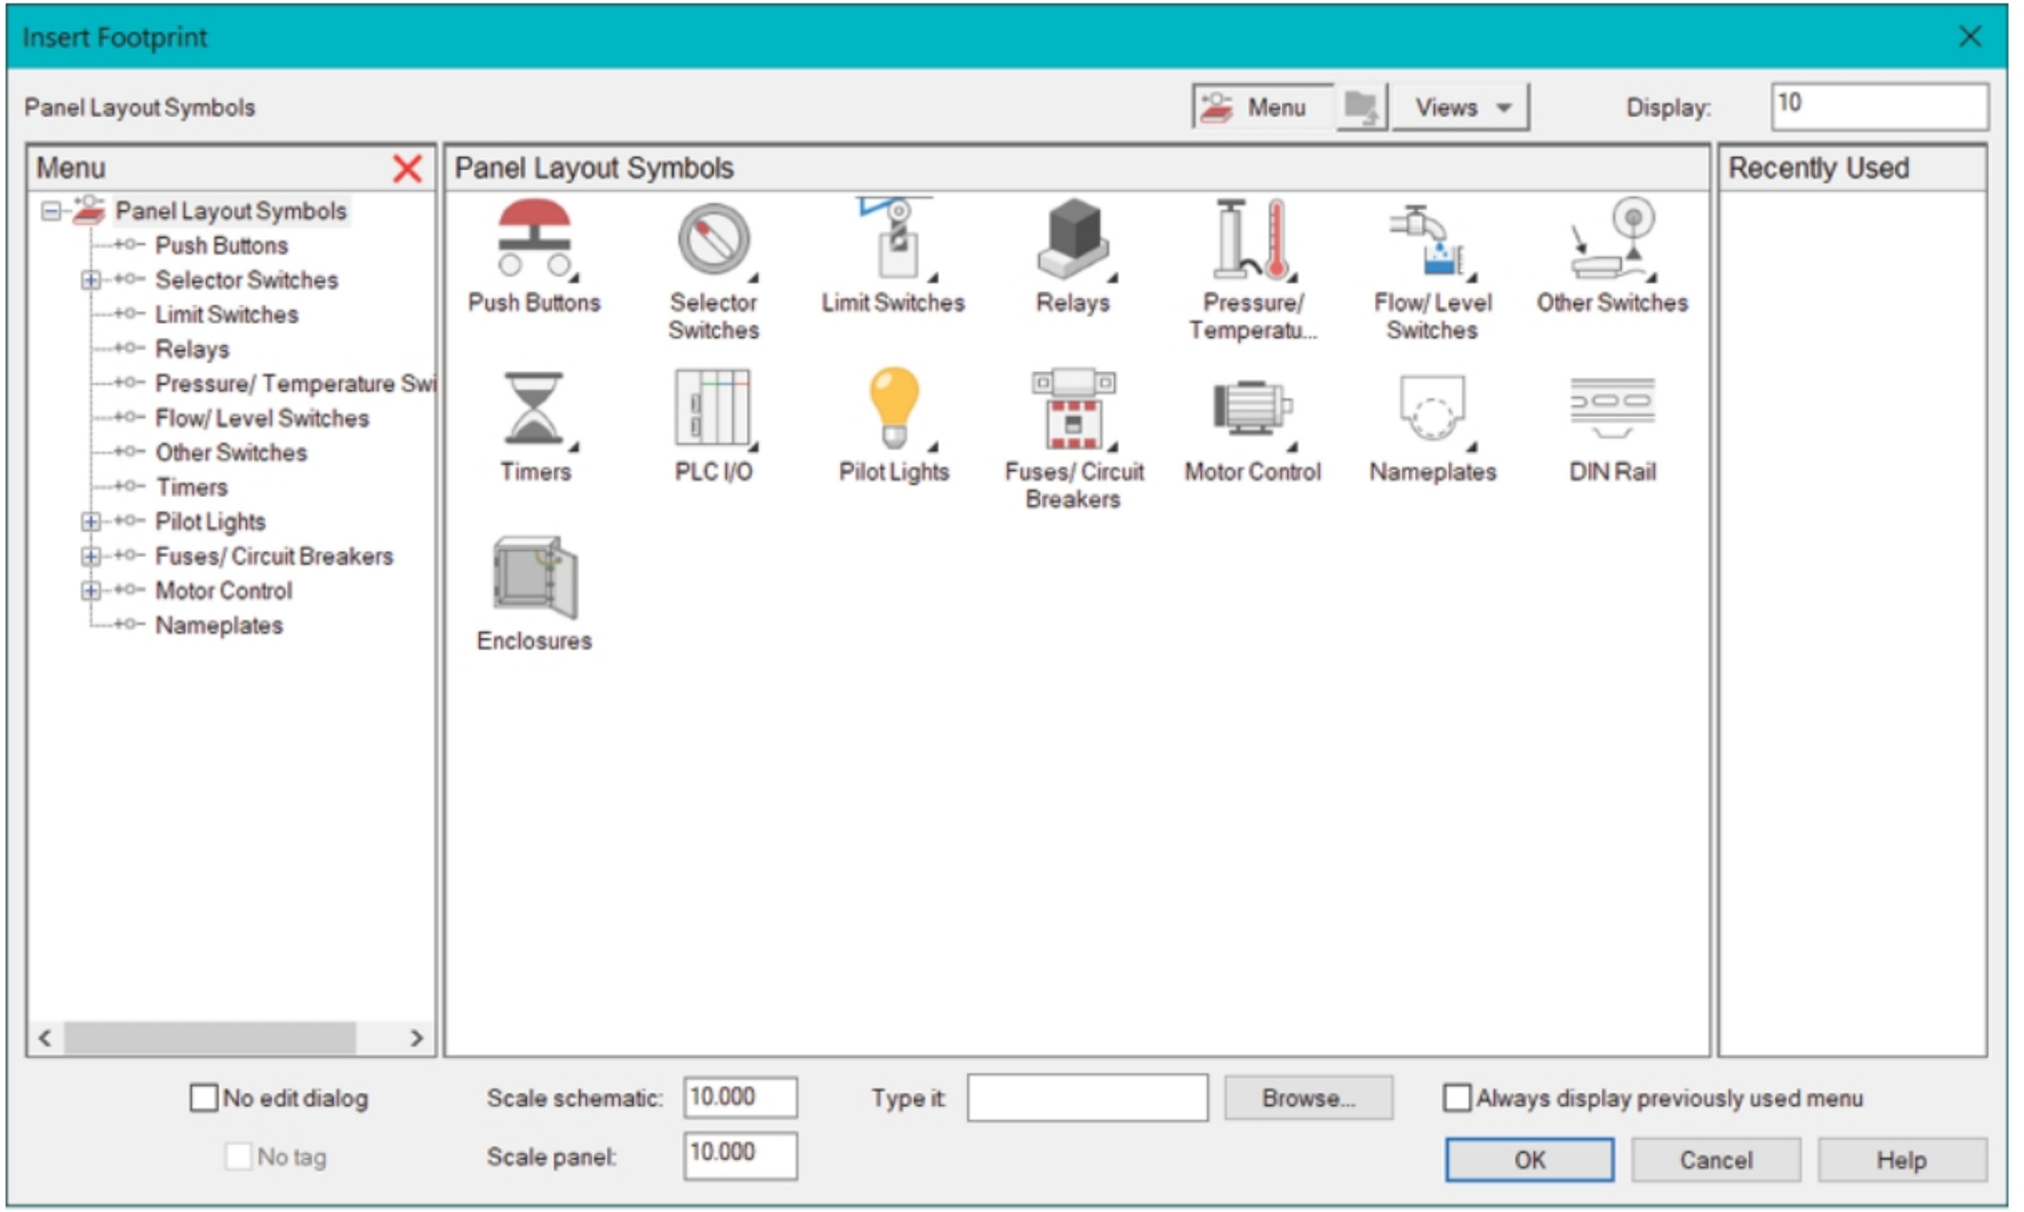

Figure-66. Insert Footprint dialog box
- Click on the **OK** button from the dialog box. The **Insert Footprint** dialog box will be displayed; refer to Figure-66.